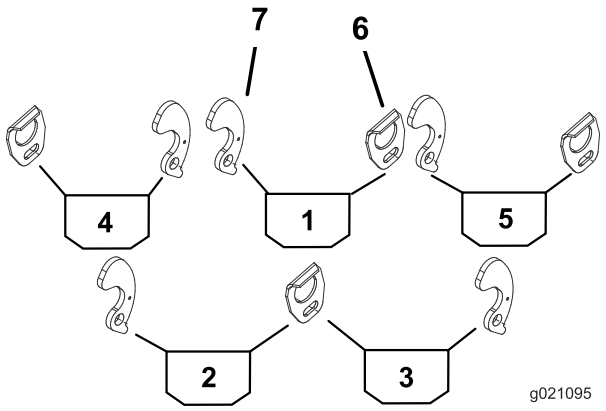
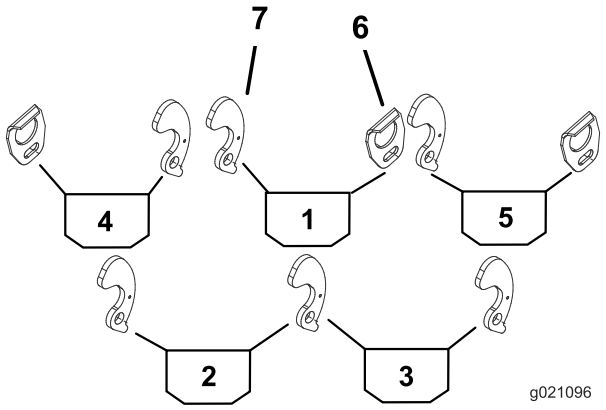

Figur 1
Figur 2
2. Brug Figur 1 og Figur 2 til at finde ud af, hvor du skal montere opsamlerstyrene eller opsamlerknastlåsene på klippeenhedens bærerammer.
3. Monter et opsamlerstyr på den rette side af hver klippeenheds bæreramme (Figur 1) med en bolt (5/16 x 1/2 tomme) og en flad spændeskive (0,344 x 0,875).